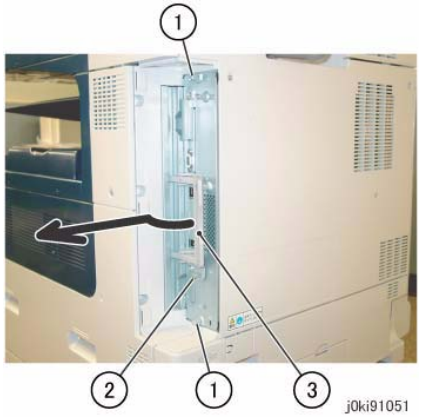

Figure 1 Pull out the Control unit
5. Pull out the Control Unit. (Figure 1)